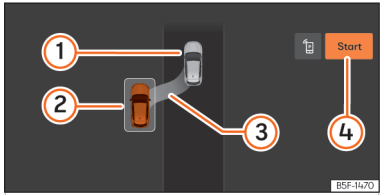
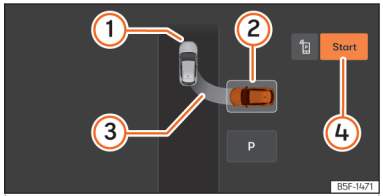

**Fig. 154** On the infotainment system display: parallel parking position.
**Fig. 155** On the infotainment system display: parking bay parking position.
(1) Your vehicle
② Parking space detected
③ Indication showing the proposed parking manoeuvre
④ Start parking manoeuvre
- Look at the instrument cluster screen to see if the space has been detected as "appropriate" and if the correct position for parking has been reached ››› Fig. 154, ››› Fig. 155. The space is considered "appropriate" if the instrument cluster display shows the parking indication ③.